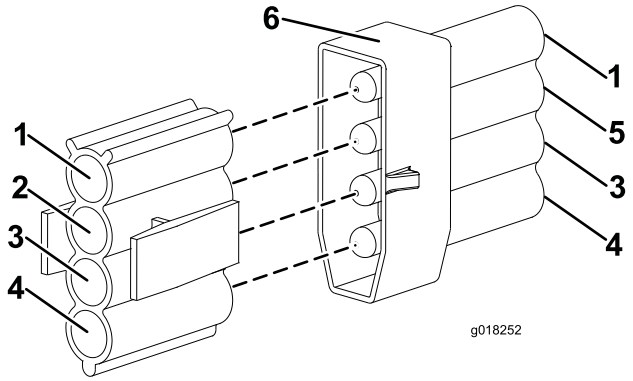

Figura 14
13. Conecte el conector del arnés de cables de la máquina con cable de color VERDE/ROJO al conector del faro derecho previamente marcado (Figura 14).